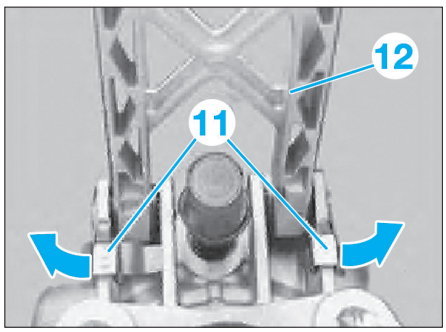

Fig. 10
• Déverrouiller et déposer les axes d'articulation (11) dans le sens de la flèche **(Fig.10)**.
• Dégager le bras de commande (12) vers le haut.
- Graisser les axes d'articulation (11) **(Fig.10)**.